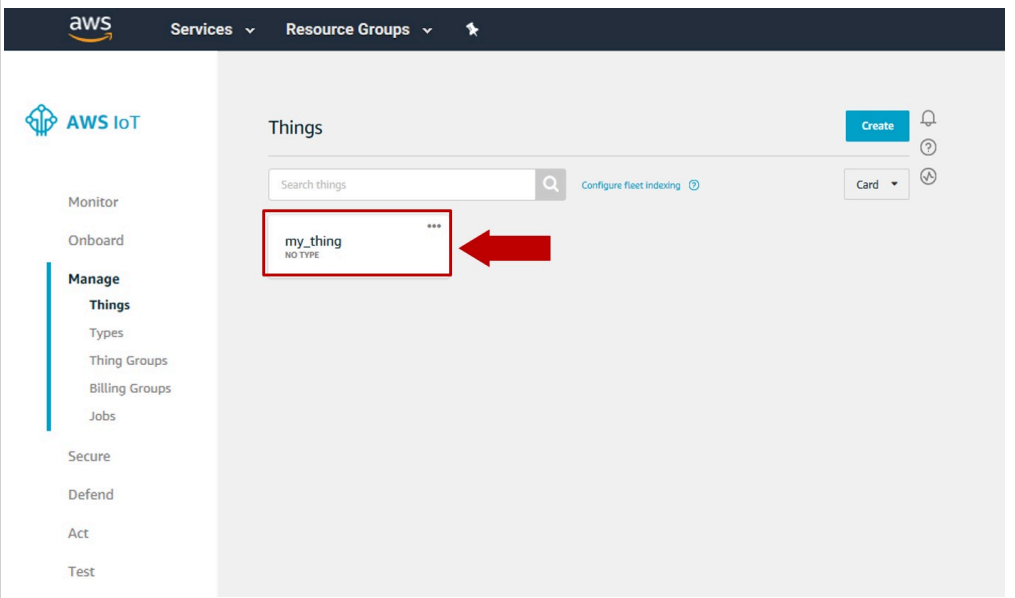

Figure 39. Go to your AWS IoT Thing
1. From the AWS IoT Core dashboard, go to *Manage*, then go to *Things* and click on your AWS IoT Thing as shown in Figure 39: